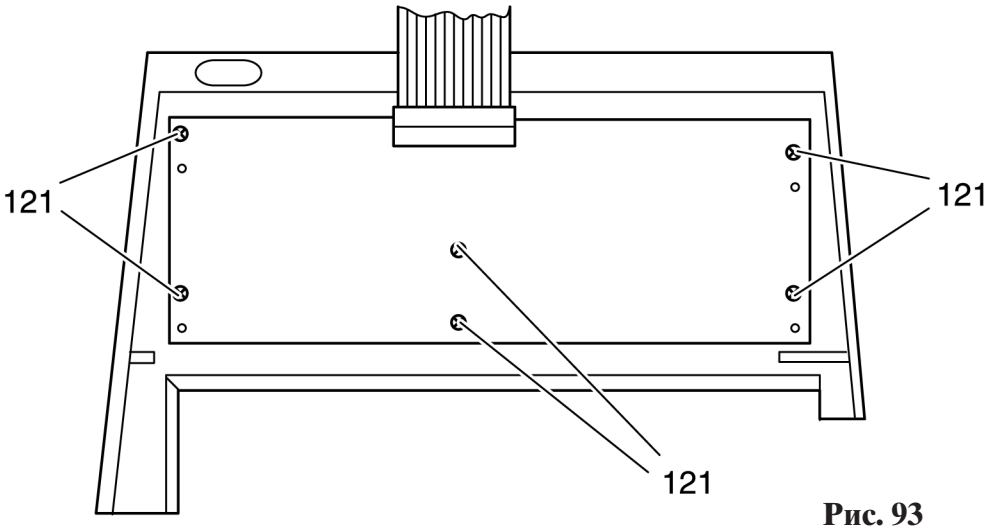

Рис. 93
- Выверните шесть крепежных винтов 121 (рис. 93).